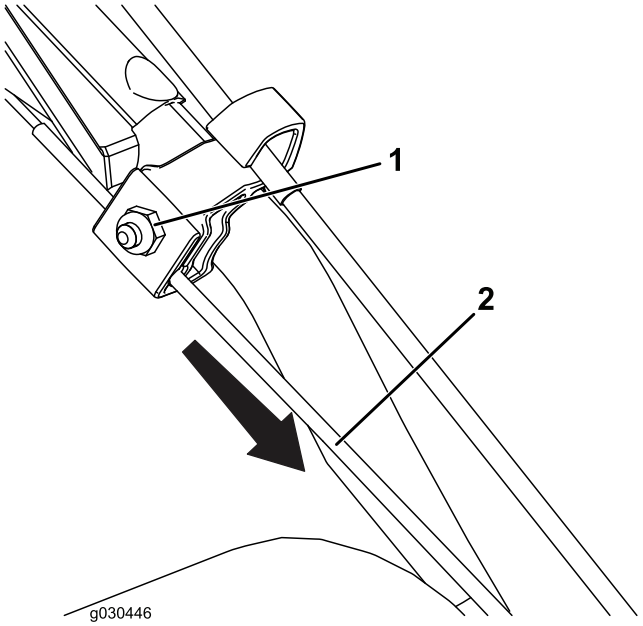

Figura26
1. Slăbii piulia de pe clema de cablu superioară, însă nu o înlăturai (Figura26).
2. Tragei cablul în jos pentru a tensiona cablul (Figura26).
3. Strângei piulia (Figura26).